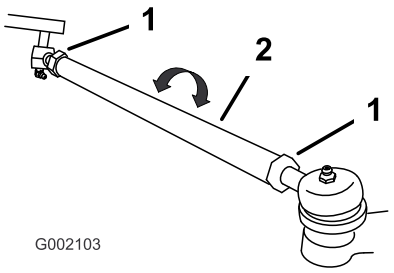

Figur 63
7. Om måttet inte hamnar inom 0–6 mm ska du lossa kontramuttrarna i båda ändarna av dragstängerna (Figur 63).